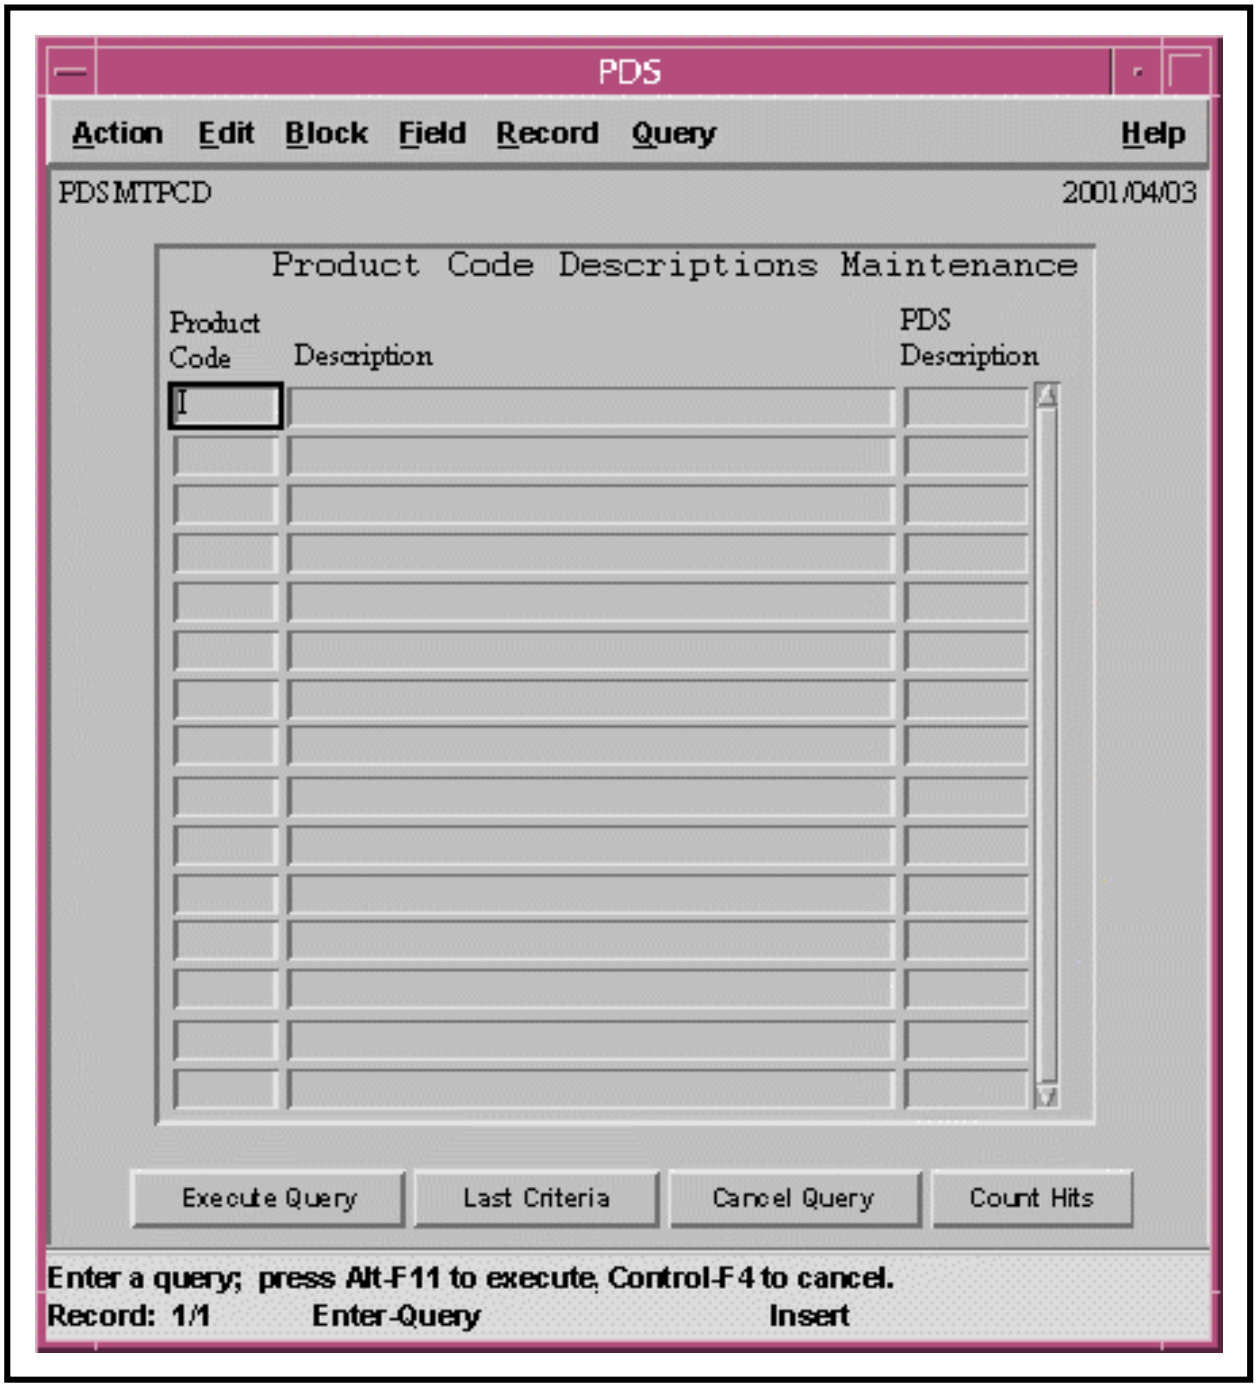

Figure 120. Product Code Descriptions Maintenance Form (PDSMTPCD)
- The **Product Code Descriptions Maintenance Form (PDSMTPCD)** (Figure 120) is displayed.